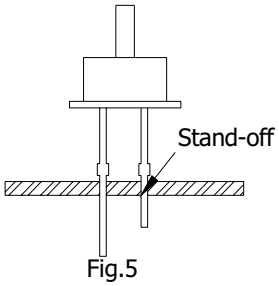
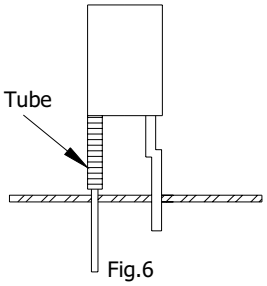

Fig.5
Fig.6
2) Use LEDs with stand-off (Fig.5) or the tube or spacer made of resin (Fig.6) to position the LEDs.